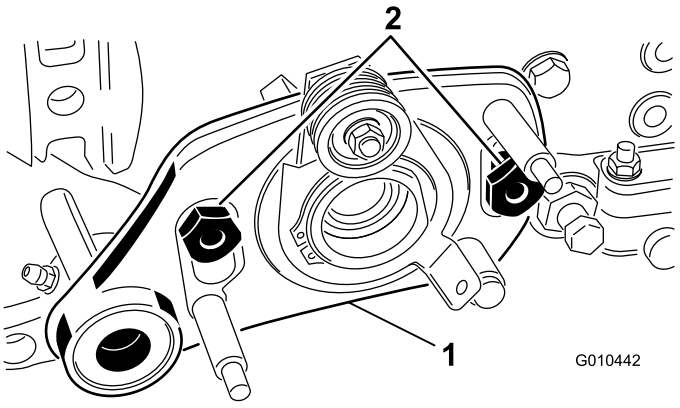

Figuur 35
8. Verwijder de 2 borstmoeren waarmee de groomeraandrijving aan de adapters van de zijplaat is bevestigd (Figuur 35).